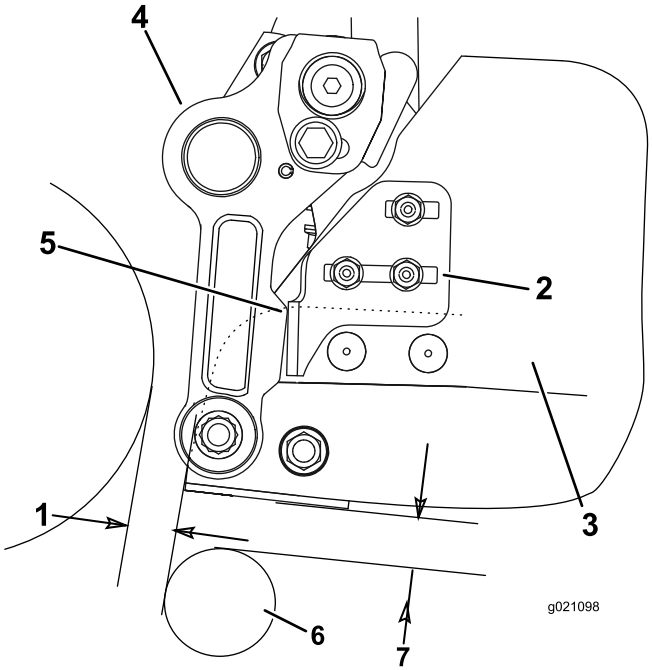

Figura 10
- Em cada lado do cesto, desaperte as porcas dos parafusos de carroçaria que prendem os suportes de paragem do cesto ao cesto (Figura 10).
- Coloque o cesto de forma a que fique paralelo à unidade de corte com uma folga mínima de 6 mm entre a borda do cesto e o cilindro (Figura 10).